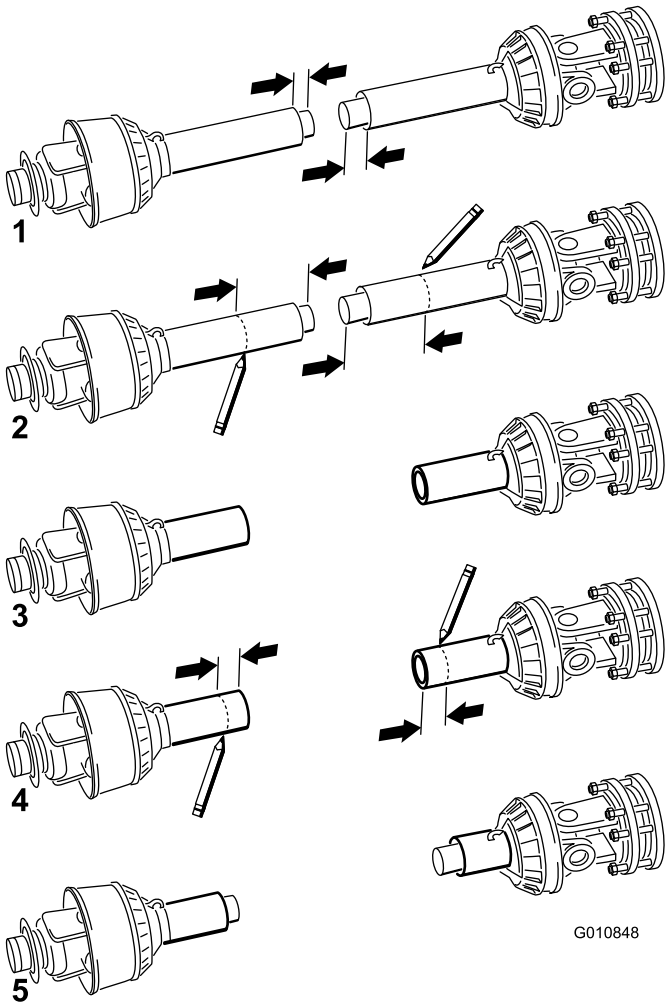

**Figuur 17**
11. Scheid de twee helften van de aftakas (Figuur 17, illustratie 1).
12. Meet de afstand vanaf het uiteinde van elke buis tot aan het veiligheidsscherm (Figuur 17, illustratie 1). Noteer de afstanden.
13. Gebruik de afmetingen die u in stap 8 hebt vastgesteld en markeer vervolgens het scherm en de buis van elke helft van de aftakas en kort deze in (Figuur 17, illustraties 2 en 3).
14. Gebruik de afmetingen die u in stap 11 hebt gemeten en markeer de veiligheidsschermen om de buizen bloot te leggen Figuur 17, illustraties 4 en 5.